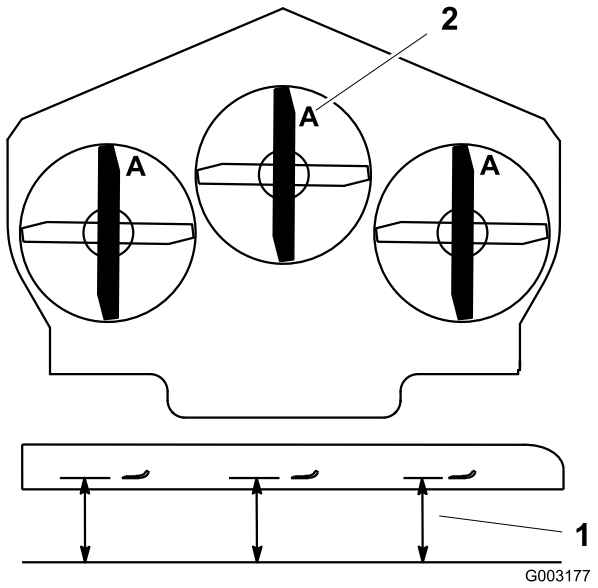

Figur 83
3. Rotera knivarna tills ändarna vetter framåt och bakåt (Figur 83). Mät från ett jämnt underlag till knivens egg vid punkt **A** på knivarna (Figur 83). Anteckna detta mått.